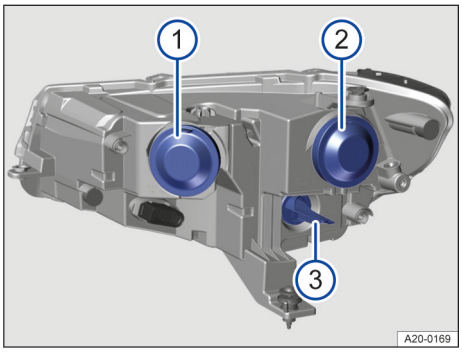

Fig. 171 Dans le compartiment-moteur : caches à l'arrière du projecteur droit
3. Retirez le cache en caoutchouc → fig. 171 ① au dos du projecteur.
7. Placez le cache en caoutchouc → fig. 171 ① au dos du projecteur.
3. Retirez le cache en caoutchouc → fig. 171 ② au dos du projecteur.
7. Placez le cache en caoutchouc → fig. 171 ② au dos du projecteur.